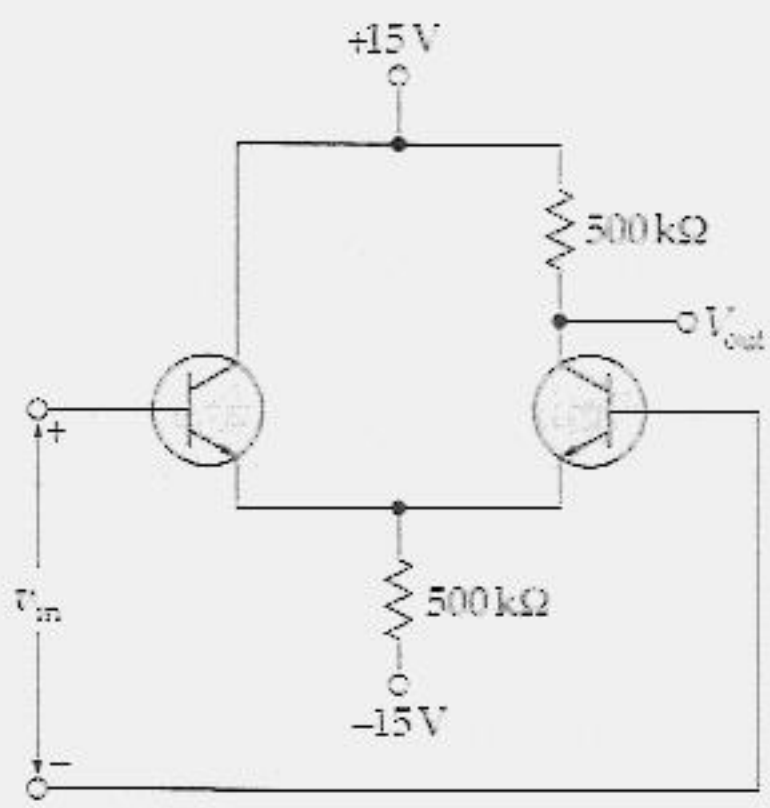

Figura 17.27
17.8 Na Figura 17.27, qual a V_{out} quando v_{in} = 0? E quando v_{in} = 2 mV? E quando v_{in} = − 2 mV?
17.9 Se β = 200, qual a impedância de entrada do circuito da Figura 17.27?
17.10 O resistor do circuito da Figura 17.27 tem uma tolerância de ± 10%. Qual o mínimo ganho de tensão? E o máximo?
17.11 Se as tensões de alimentação do circuito da Figura 17.27 são aumentadas para ± 20 V, qual a V_{out} quando v_{in} = 0? E quando v_{in} = 2 mV? E quando v_{in} = − 2 mV?
17.16 Qual o ganho de tensão em modo comum do circuito da Figura 17.27? Se existir uma tensão em modo comum de 20 μV nas duas bases, qual o ganho de tensão em modo comum?
17.17 Na Figura 17.27, v_{in} = 2 mV e $v_{in(CM)}$ = 5 mV. Qual a tensão *ca* de saída?
17.18 Qual a razão de rejeição em modo comum do circuito da Figura 17.27? Expresse a resposta em decibéis.